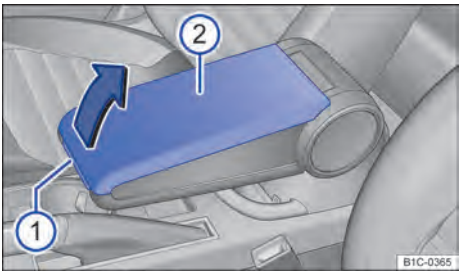

Fig. 94 No descansa-braço central: porta-objetos.
Para *abrir*, pressionar o botão ⇒ Fig. 94 ① e puxar a tampa ② para cima, no sentido da seta.